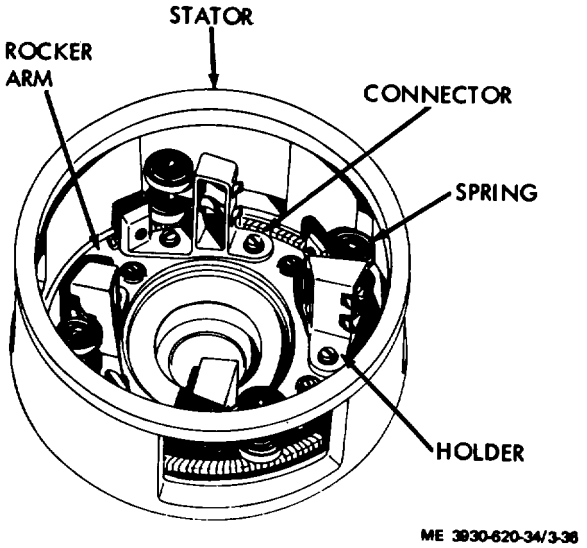

Figure 3-36. End cover and rocker arm assembly.
(9) If necessary, remove key and snap ring securing fan to armature shaft.
(10) Remove end cover and rocker arm assembly. (fig. 3-36.) Disassemble rocker arm assembly as far as necessary to remove worn or dam aged parts.